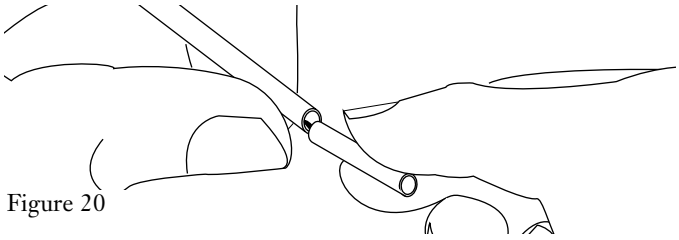

Figure 20
d) Carefully flex the tube to break it at the score point. The break should be clean and free of rough edges (Figure 20). Carefully slide the severed section of buffer tube off of the fibers.